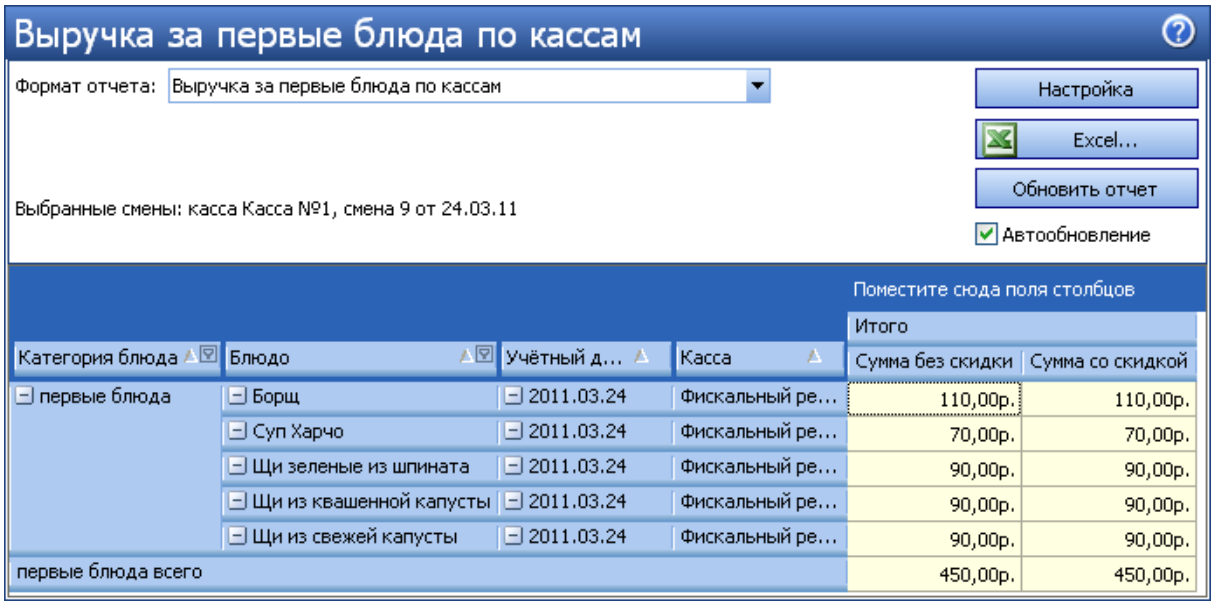

Рисунок 179 Отчет по продажам первых блюд с типом фильтрации «Исключающий»
- В отчет «Выручка за первые блюда по кассам» (тип фильтрации «Исключающий») попадут блюда «Щи», а также «новые» блюда «Борщ» и «Суп Харчо». То есть все проданные блюда, за исключением блюд, не отмеченных в фильтре данного отчета (см. Рисунок 179).